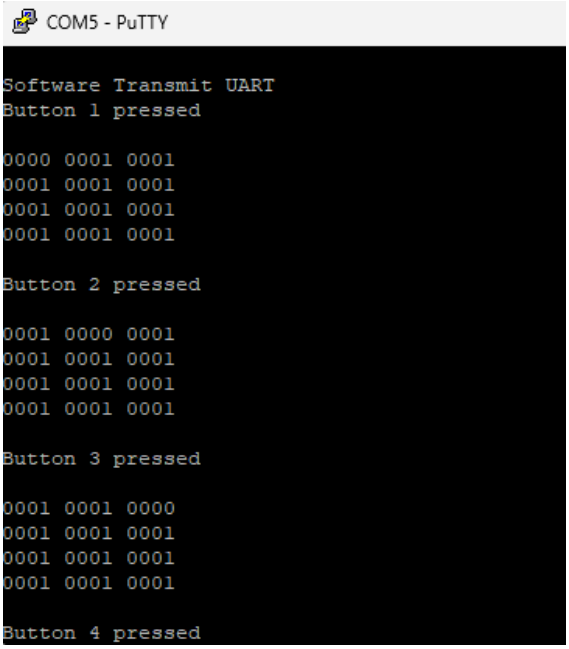

Рисунок 8 – Вивід програми
7) Модифікуємо main() з функцією для виводу стану матриці (рис.8).